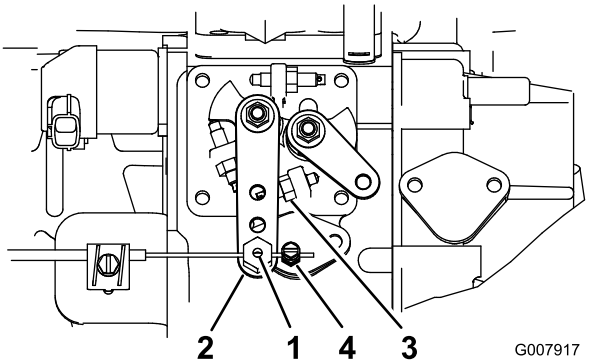

Figuur 56
2. Maak de klem van de gaskabel op de gaskabel los. Deze zit naast de hefboom van de injectiepomp (Figuur 56).
3. Houd de hefboom van de injectiepomp tegen de regelschroef voor het hoog stationair toerental (Figuur 56).